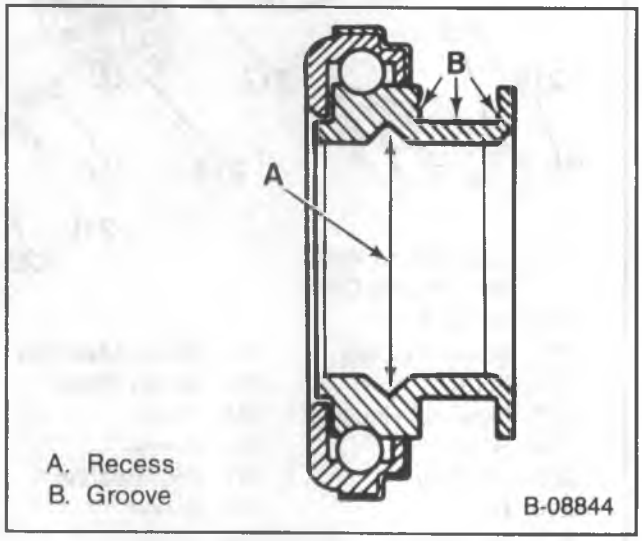

Figure 14—Release Bearing
6. Ball stud (209).
- Coat the rounded end of the ball stud (209) with high temperature grease.
- Pack the ball stud seat from the lubrication fitting (A) on the flywheel housing (207) (R/V models only).
7. New retainer (211) if needed.
8. Release bearing (212), the clutch fork (200) and the boot (210).
- Pack the inside recess and the outside groove of the release bearing (212) with high temperature grease as shown (figure 14).
9. Flywheel housing (207) and screws (216).
10. Cover (215) and screws (216).